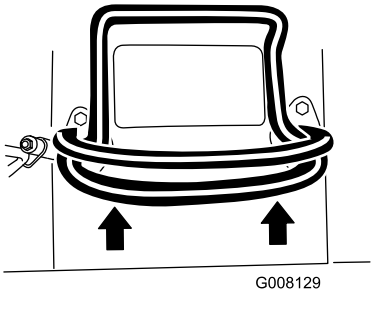

Figur 8
- För drivreglaget framåt för att köra framåt (Figur 8).